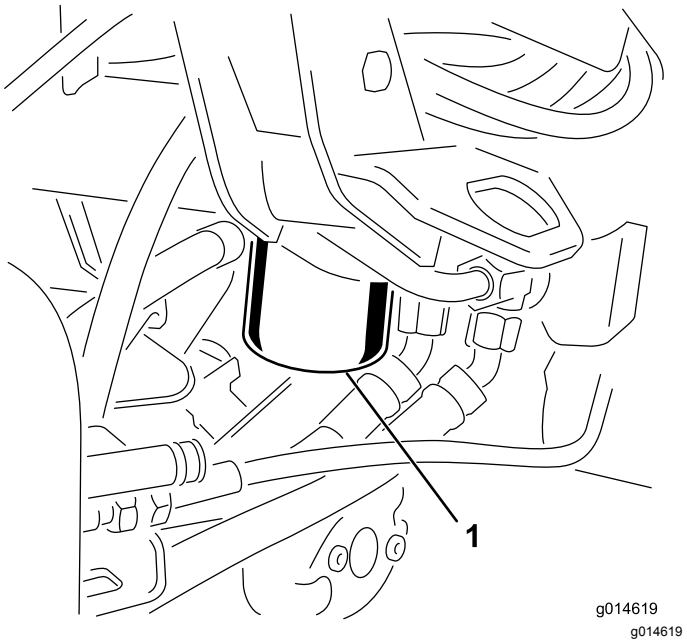

Rysunek 39
1. Wyczyścić obszar wokół mocowania filtra (Rysunek 39). Umieścić miskę pod filtrem i usunąć filtr.